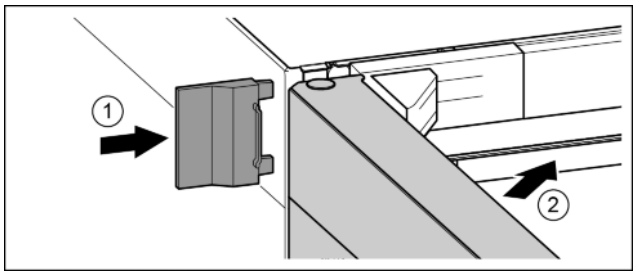

Fig. 17
▶ Надвинуть внешнюю крышку. *Fig. 17 (1)*
▶ Закрыть верхнюю дверь. *Fig. 17 (2)*